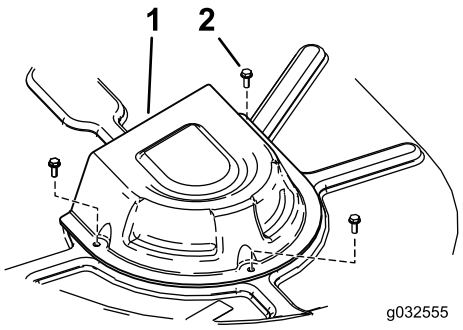

Figur 52
4. For maskiner med klippeenheter på 107 cm må remskivedekselene fjernes (Figur 52).